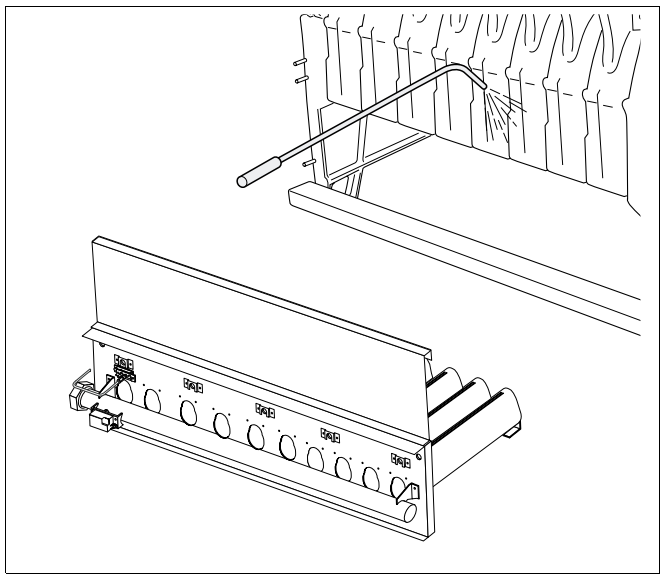
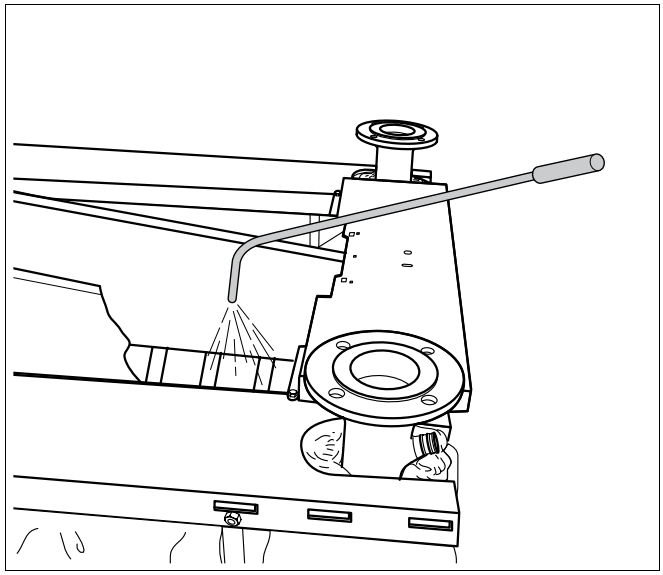

Рис. 19 Влажная чистка котла
Рис. 20 Влажная чистка котла
- Равномерно нанести чистящее средство сверху и сбоку газоотводящих каналов (рис. 19 и рис. 20).